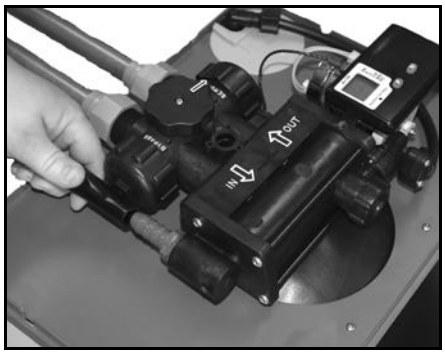

Figure 5: Connect Drain Line
A. Connect the drain line to the drain end cap (See Figure 5) with a minimum 5/8-inch I.D. tubing (supplied). The size cannot be reduced.
2. Screw the drain fitting (See Figure 5) into the drain end cap until fewer than three threads are visible.